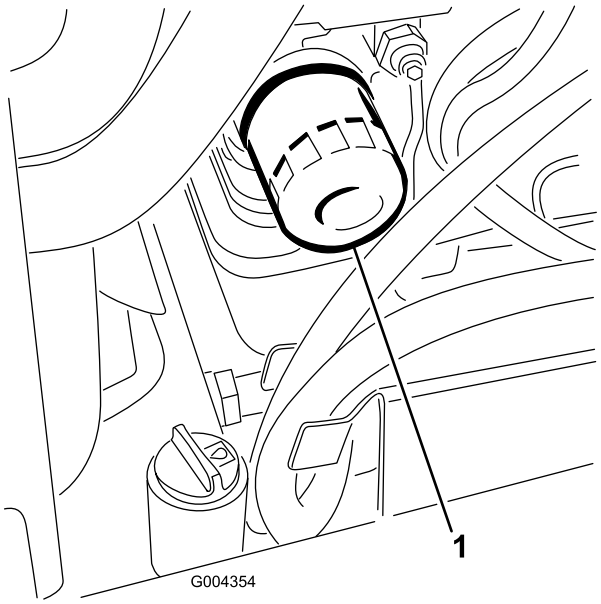

Figur 44
3. Fjern oliefilteret (Figur 44).